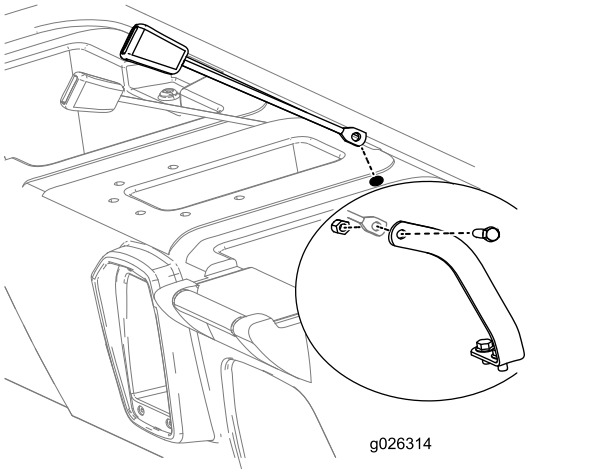

Figura 11
7. Introduzca el extremo de receptor de cada cinturón de seguridad por uno de los taladros que acaba de perforar en la base del asiento (Figura 11).
8. Levante la parte trasera de la base del asiento para tener acceso, y monte el receptor de cada cinturón de seguridad un anclaje con un perno (7/16") y una contratuerca (7/16"), según se muestra en Figura 11.